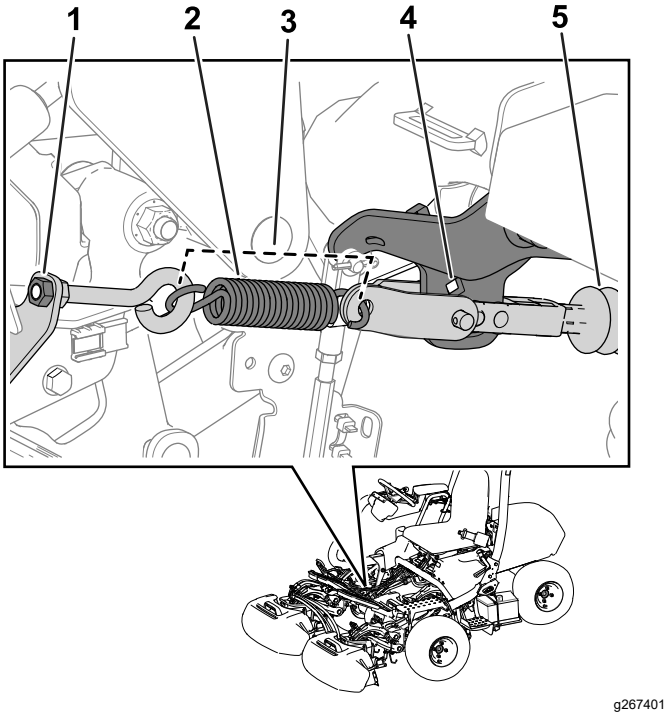

Figuur 36
Opmerking: Raadpleeg Figuur 36 voor deze procedure.
3. Maak de machine klaar voor gebruik door de moer van de oogbout vast te draaien zodat de veerlengte 11,4 cm is wanneer deze gemonteerd is (Figuur 36).